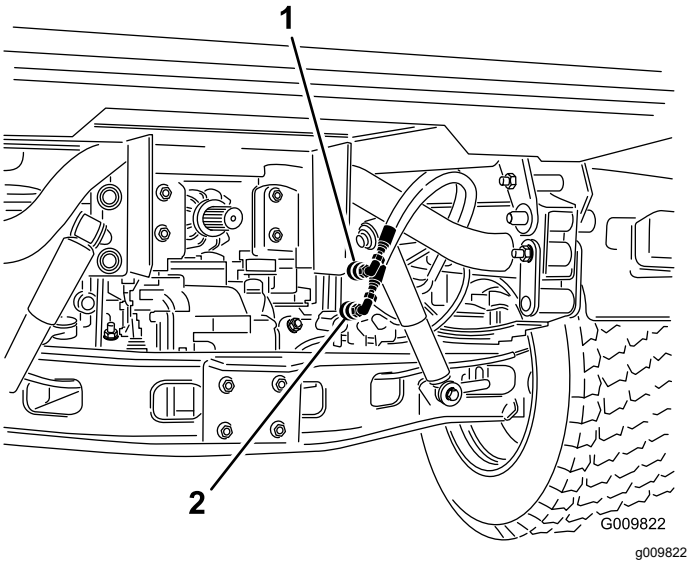

**Figuur 74**
2. Maak de 2 slangen met snelkoppelingen op beide machines los van de slangen die zijn bevestigd aan de beugel van de koppeling (Figuur 74).